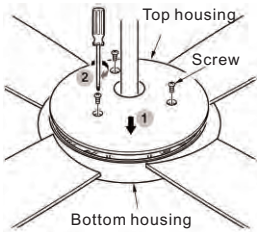

Fig.11
Paso 5: Coloque de nuevo la carcasa superior sobre la carcasa inferior. (Fig.11)